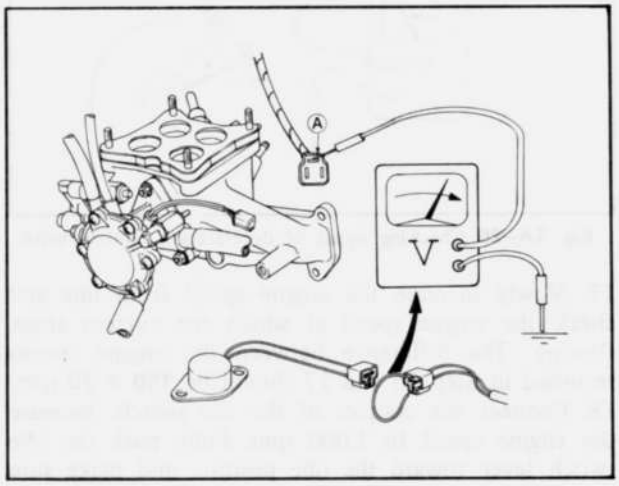

Fig. 1A–30
4. Disconnect the heat hazard sensor coupler and connect a jumper wire to both terminals in the coupler (from control unit) as shown in Fig. 1A–30.